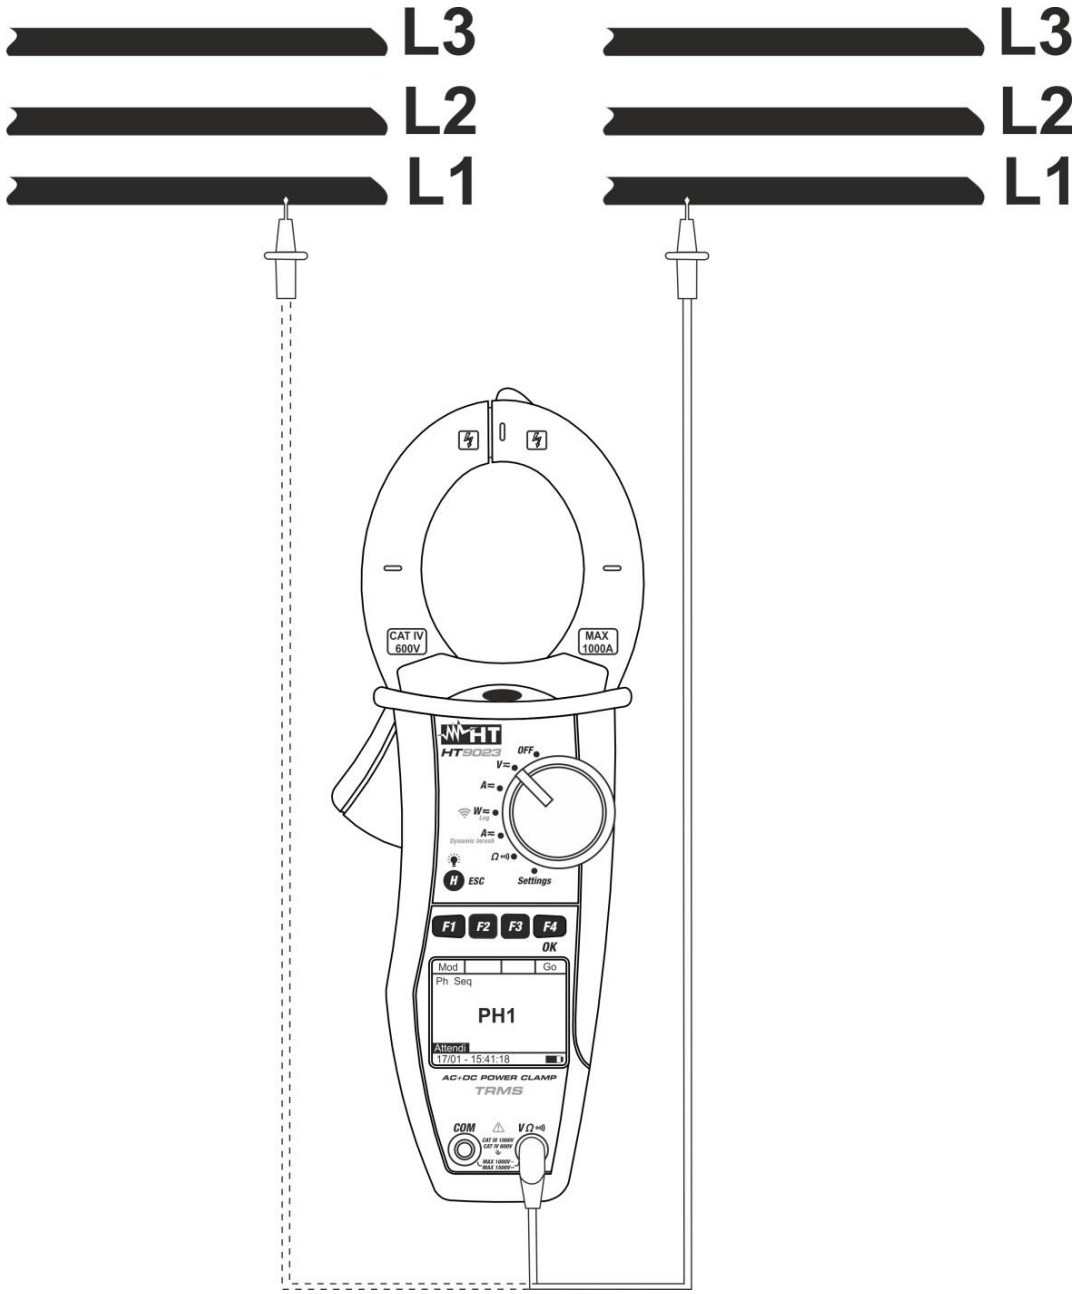

Fig. 8: Verificação da concordância das fases
2. Inserir o cabo vermelho no terminal de entrada **VΩ•))** e colocar as ponteiras **na fase L1 do primeiro sistema do circuito em exame** (ver Fig. 8)
5. O instrumento apresenta a mensagem "**PH2**" e aguarda pela deteção da fase L1 do segundo sistema. Conectar a ponteira vermelha **à fase L1 do segundo sistema** (ver Fig. 8)